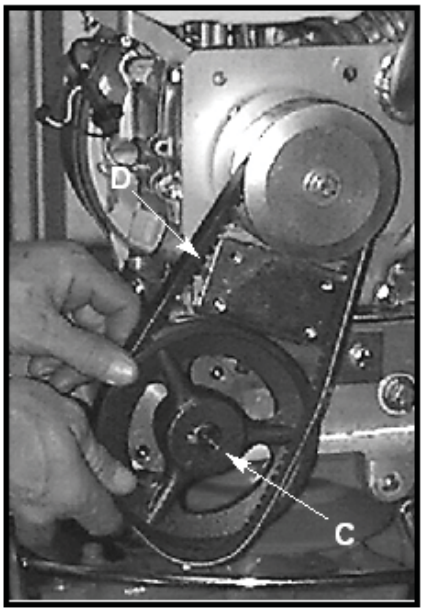

Figure 2
2. Rotate the pulley (C) while pulling the bottom of the belt (D) out. See Figure 2.